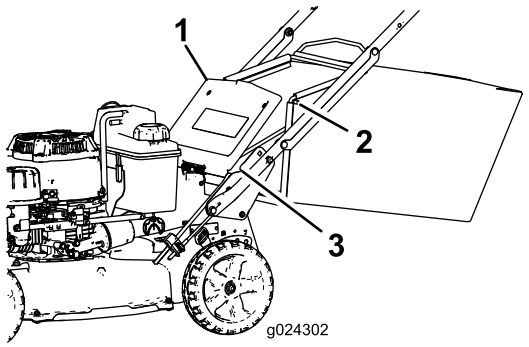

**Rysunek 17**
2. Podnieś i przytrzymaj w górze drzwi tylne (Rysunek 17).
4. Zamontuj końce drążka worka w wycięciach na podstawie dźwigni i poruszaj workiem do tyłu i przodu, aby sprawdzić, czy drążek jest osadzony na dole obu wycięć (Rysunek 17).
3. Zdejmij pręt worka na trawę na worku z wycięć w podstawie uchwytu (Rysunek 17).